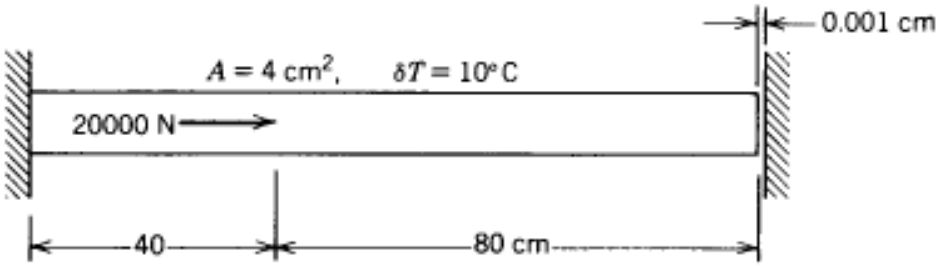

Figure 4
Q.3 (a) For the axially loaded bar undergoing a temperature rise of 10° C as shown in figure 4, determine the nodal displacements and element stresses using penalty approach. Take, E = 20×10^6 N/cm^2 and $\alpha = 12 \times 10^{-6}$ /°C. **06**